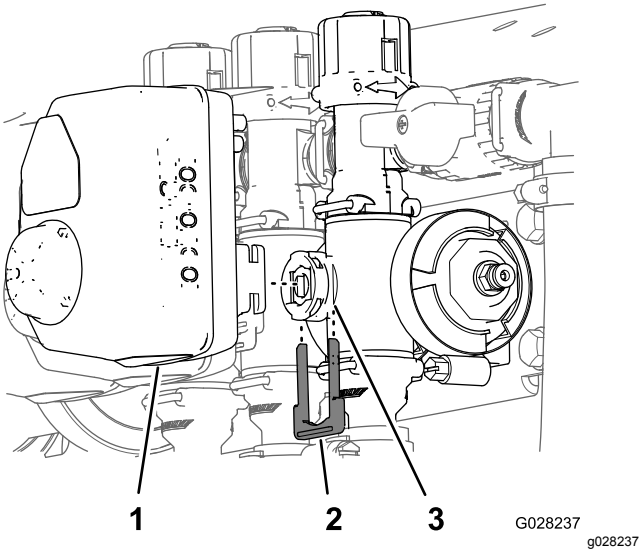

**Figur 87**
3. Fjern holderen som fester aktuatoren til manifoldventilen for mengderegulator, risting, hovedbom eller bomseksjonsventilen (Figur 87).